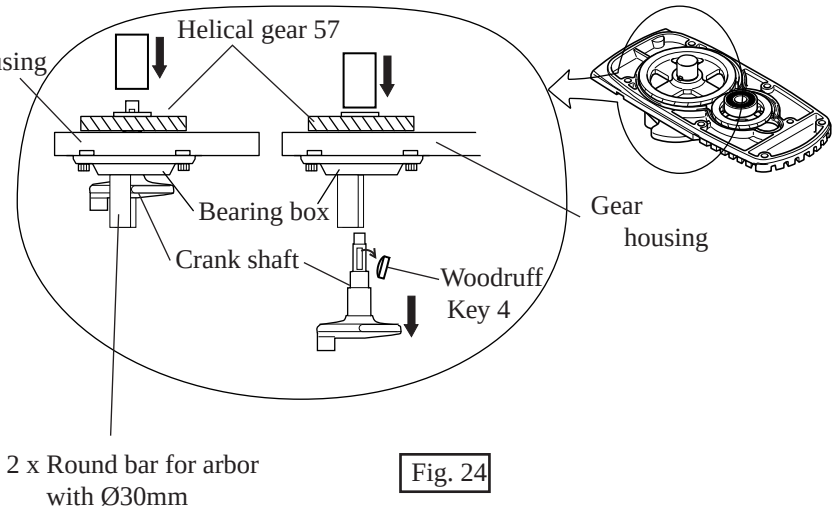

Fig. 24
(2) Holding bearing box mounted to gear housing, with 2 pcs. of round bars for arbor (approx. Ø30mm) press the crank shaft and remove it from gear housing. See Fig. 24.